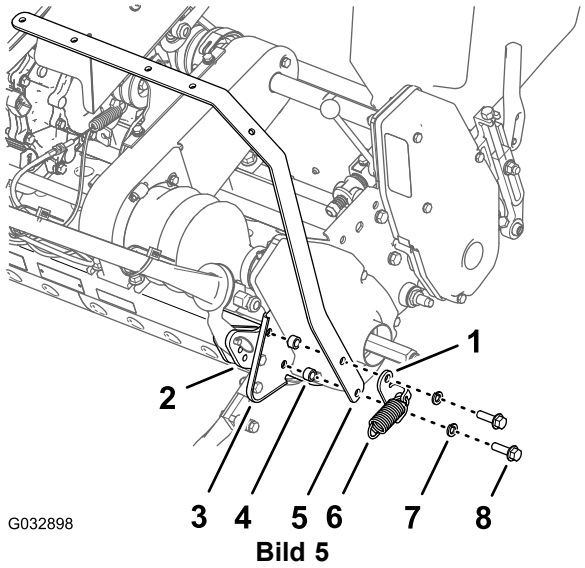

Bild 5
7. Befestigen Sie die Federankerhalterung, den rechten Lampenleistenriemen, die zwei Distanzstücke und die rechte Seitenplatte mit den zwei Bundkopfschrauben (3/8" x -1-1/4") und zwei Sicherungsscheiben (3/8"), die Sie in Schritt 6 entfernt haben, am äußeren Polster des Hinterrahmens (Bild 5).